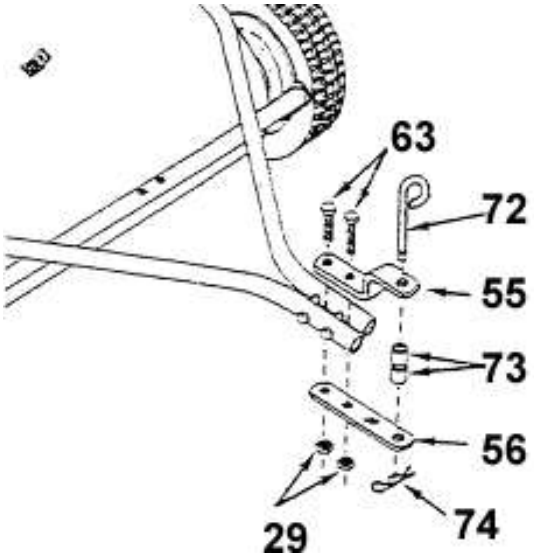

Abbildung 4
- Besitzt Ihre Anhängerkupplung eine Bodenfreiheit von 203-279 mm, so tauschen Sie die Position E und D (siehe Abbildung 4) gegeneinander aus und setzen die Montage der Anhängerkupplung fort, bei einer Bodenfreiheit von 279-330 mm, brauchen Sie nichts zu tauschen.
- Verbinden Sie mit den beiden Sicherungsmuttern (29) und die Schrauben (63), die Kupplungsbügel mit den Kupplungsrohren (C und H). Ziehen Sie die Schrauben fest!
- Anschließend befestigen Sie den Stifthaken (72) und die Buchsen (73) an den Kupplungsbügeln. Sichern Sie den Stifthaken (72) nun mit dem Splint (74) (siehe Abbildung 4 oder 5).